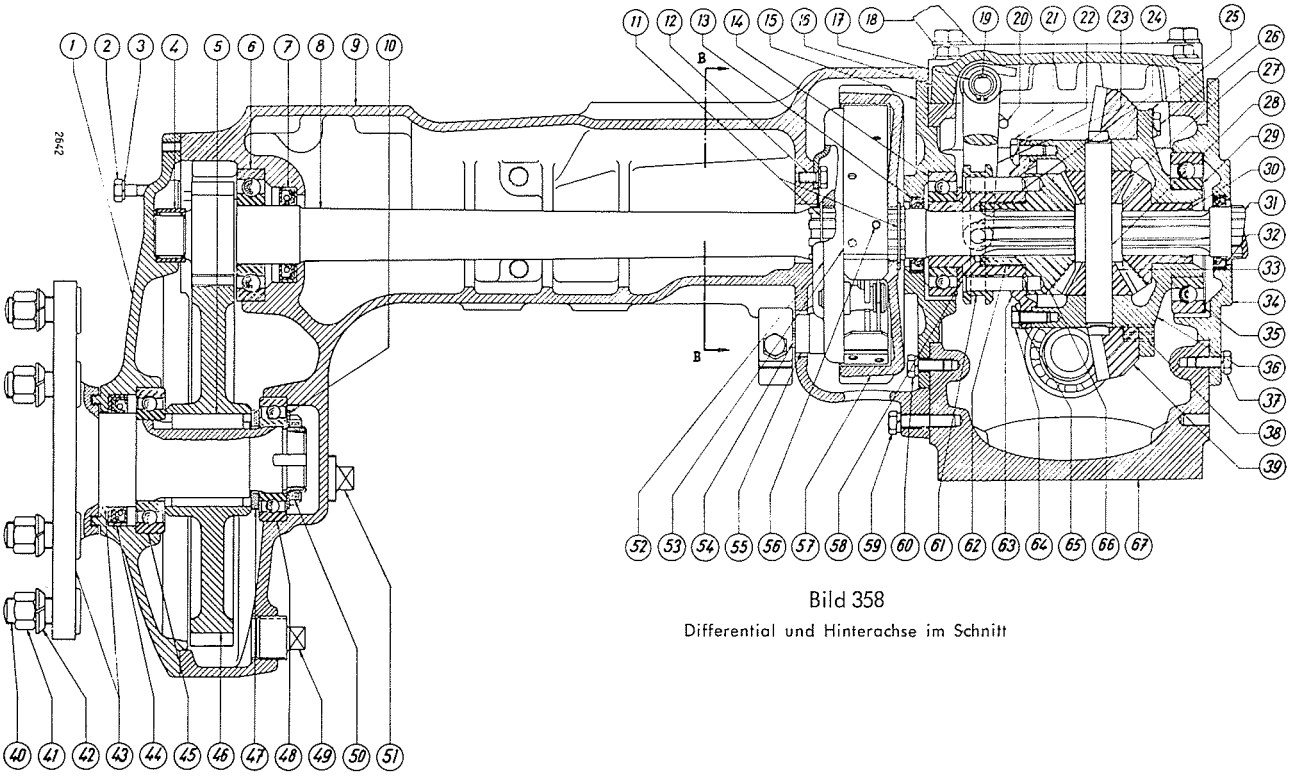

Bild 358
Prüfen, ob die Seitenwelle richtig im Achsträger sitzt und sich leicht bewegen läßt. Inneren Seegerring anbringen, Bremstrommel aufschieben und durch Seegerring sichern, (11), Bild 358. Hinterachsträger an das Getriebegehäuse anschrauben. Schrauben gleichmäßig festziehen. Prüfen, ob die Seitenwellen richtig im Differential sitzen und sich leicht bewegen.